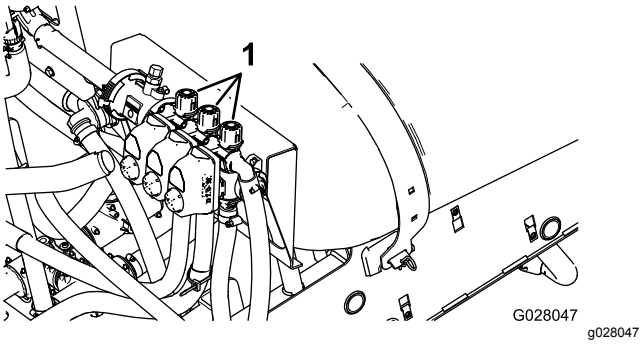

Figur 29
11. Stäng av den vänstra sprutrampen och vrid på sprutrampens överströmningsvred (Figur 29) tills trycket når den nivå som justerades tidigare (typiskt 2,76 bar).
13. Justera den högra sprutrampens överströmningsvred (Figur 29) tills trycket når den nivå som justerades tidigare (typiskt 2,76 bar).
15. Justera centersprutrampens överströmningsvred (Figur 29) tills trycket når den nivå som justerades tidigare (typiskt 2,76 bar).